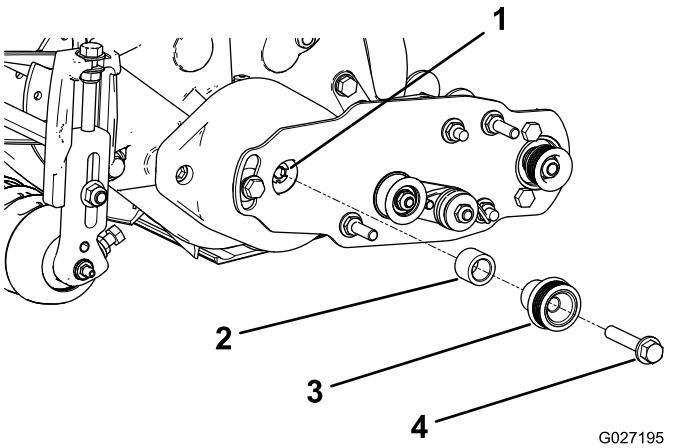

Figuur 15
1. Plaats het afstandsstuk op de as in de lagerbehuizing (Figuur 15).
2. Steek de aandrijfpoelie in het afstandsstuk en op de aandrijfas (Figuur 15).
3. Bevestig de poelie en het afstandsstuk aan de aandrijfas met een flenskopbout (⅜" x 2"); zie Figuur 15.